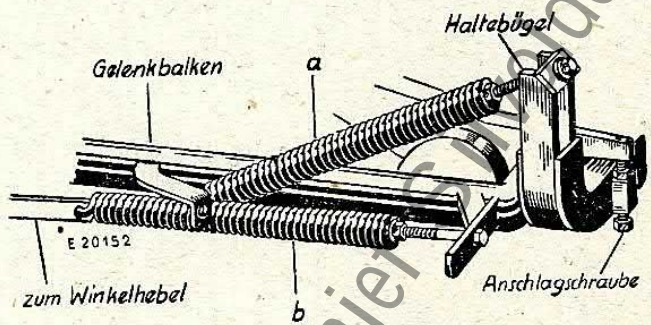

Bild 16.
Nun ist der Schneid-Apparat in Putzstellung zu bringen. Diese ist erreicht, wenn der Gelenkbalken an der Anschlagschraube am Haltebügel ansteht (s. Bild 16) und der Schneidapparat seinen Winkel zum Gelenkbalken nicht wesentlich verändert hat; er kann etwas steiler stehen. Das Schaltsegment darf jedoch den Schalthebel zur automatischen Schaltung noch nicht bewegt haben, d. h. die Schaltklaue steht bei Putzstellung noch voll in Eingriff. Es ist sehr zu empfehlen, sich diese Stellung des Schneidapparates einzuprägen, da sie beim Arbeiten oft eingestellt werden muß.
**Federspannung** (Bild 16).
Läßt sich der Haken nicht einhängen, so ist die Anschlagschraube für den Gelenkbalken (siehe Bild 16) etwas herauszudrehen, und zwar soweit, bis sich der Haken gerade eben hinter das genannte Auge einhängen läßt, wenn der Gelenkbalken an der Anschlagschraube ansteht.